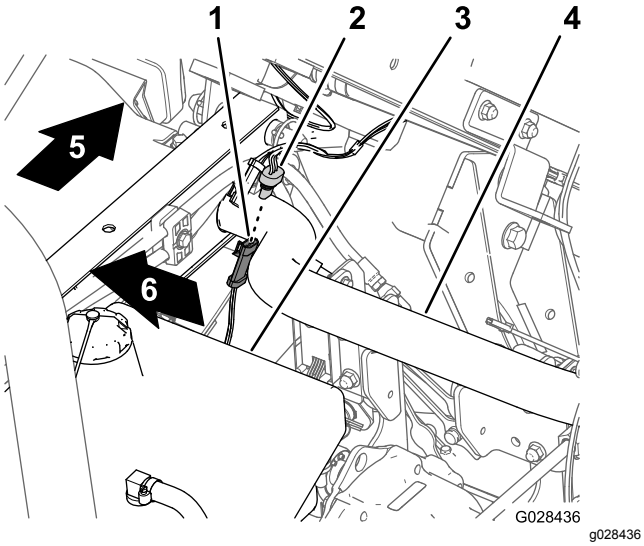

Figur 17
1. Finn kontakten med tre sokler for hastighetssensorkretsen (Figur 17) ved ledningssatsen for sprederen.
2. Koble kontakten med tre pinner i maskinens ledningssats for hastighetssensoren til kontakten med tre sokler i sprederens ledningssats for hastighetssensoren (Figur 17).